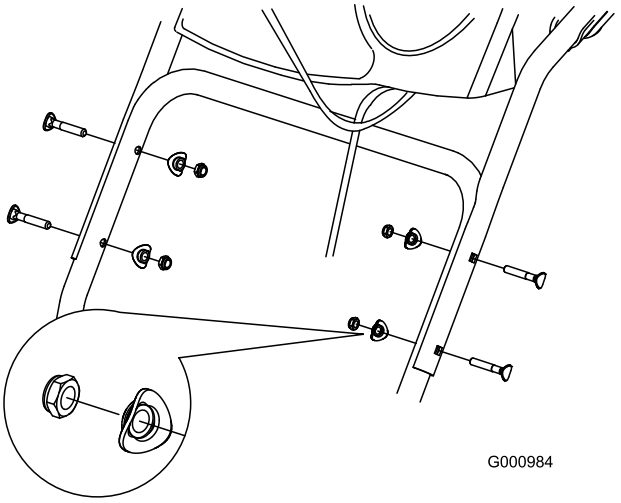

Figur 5
2. Skru fast det øvre håndtaket med fire håndtaksbolter, fire buede skiver og fire låsemuttere fra posen med løse deler (Figur 5).